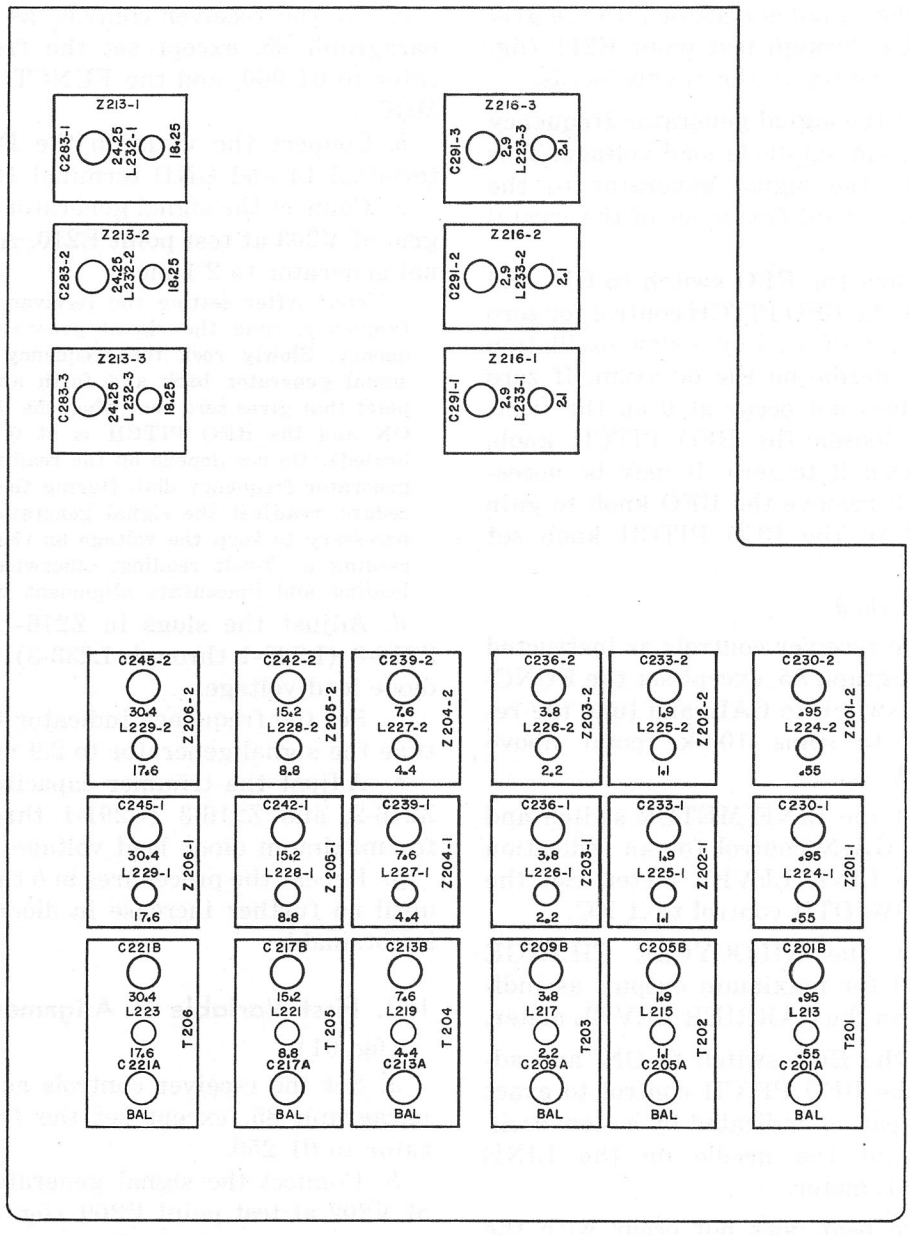

Figure 91. Rf and variable if alignment points.
(fig. 91)
Figure 91 is a copy of the printing on the top protective cover that is located over the rf subchassis alignment points. Remove this cover and use it, as figure 91, for locating the alignment points.
j. Refer to figure 91 for the location of the slugs and adjustments.